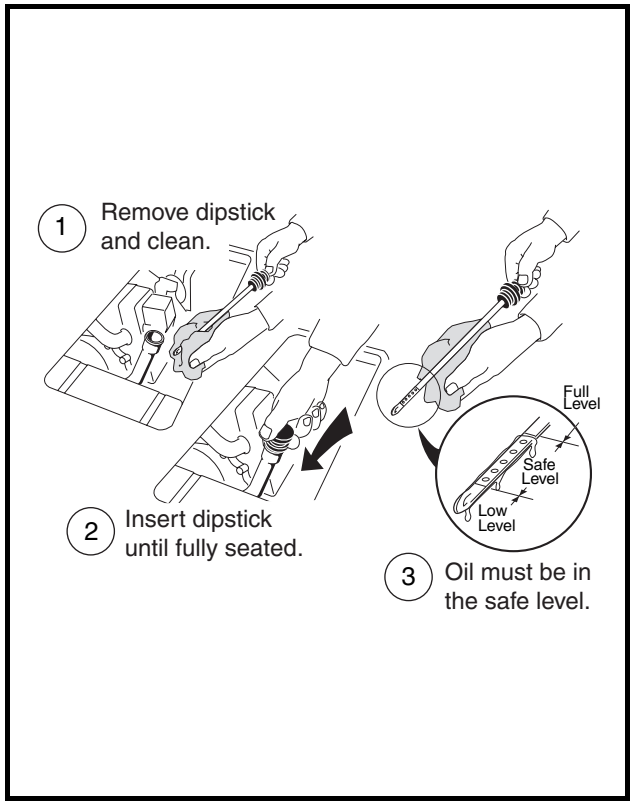

Figure 10-3 Engine Oil Level Check
1. Remove the oil level dipstick from the oil filler tube and wipe oil from the stick **(Figure 10-3, Page 10-6)**. **See following CAUTION.**